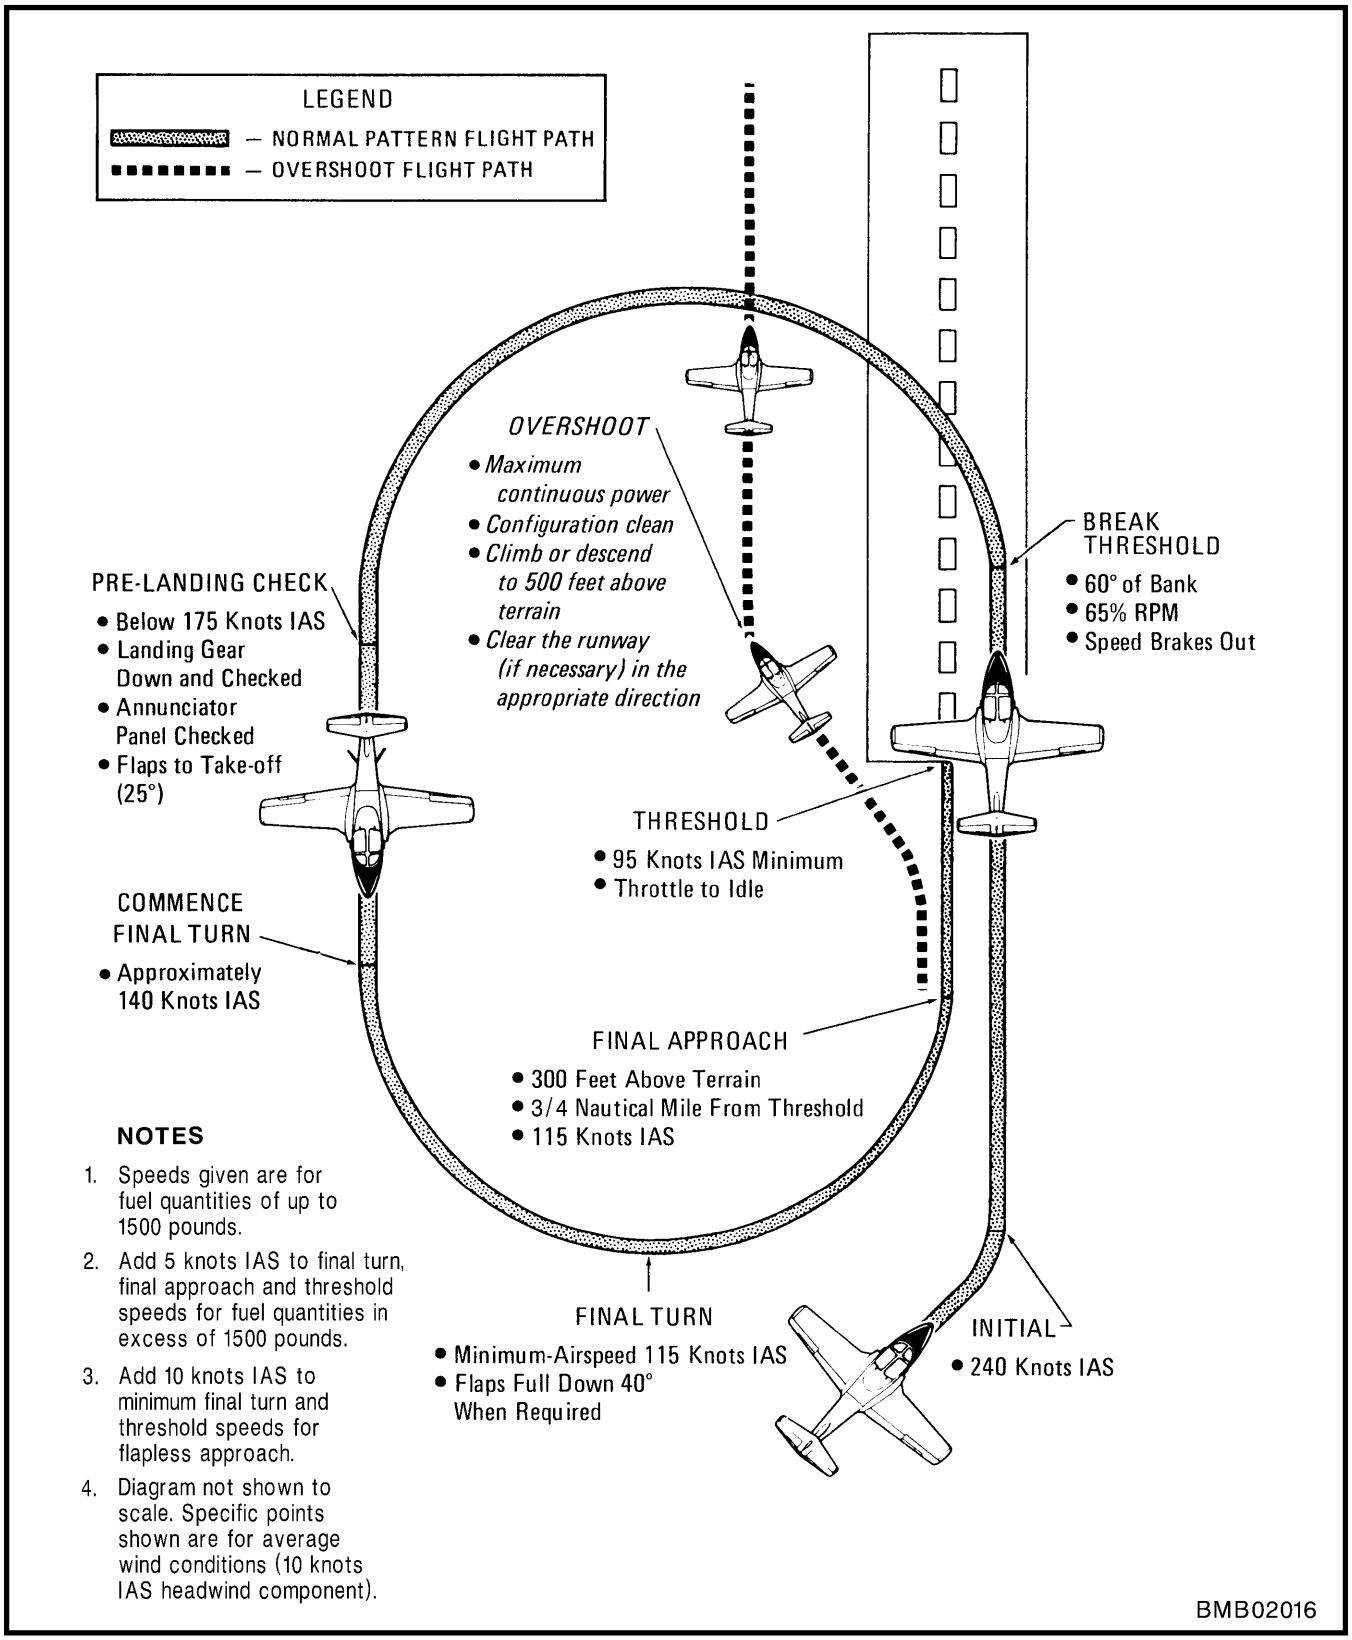

Figure 2-1-9 Normal Circuit
60. The Tutor is capable of flying several various approach patterns, such as the jet overhead pattern or the civilian square circuit. The procedures used for each variant are described in the Tutor Manual Of Flying Training. For all types of patterns the Pre-Landing Check includes the following (see Figure 2-1-9):
61. Minimum airspeeds are as follows (see Figure 2-1-9):
64. If the landing cannot be completed, the decision to overshoot must be made as early as possible. Take the following actions (see Figure 2-1-9):